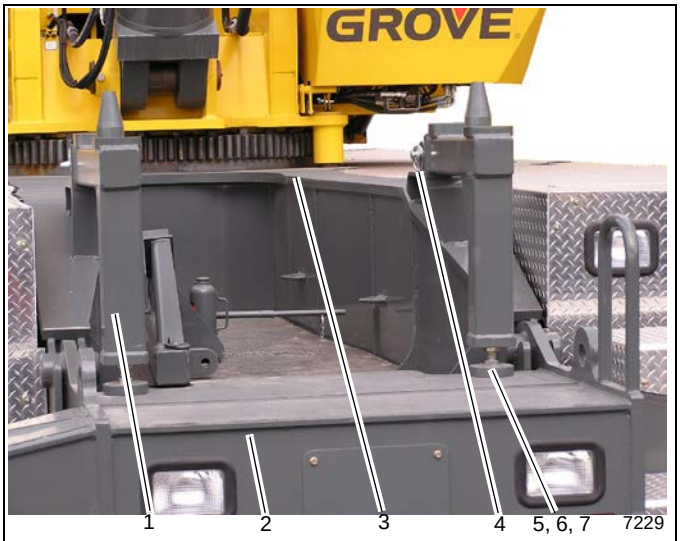
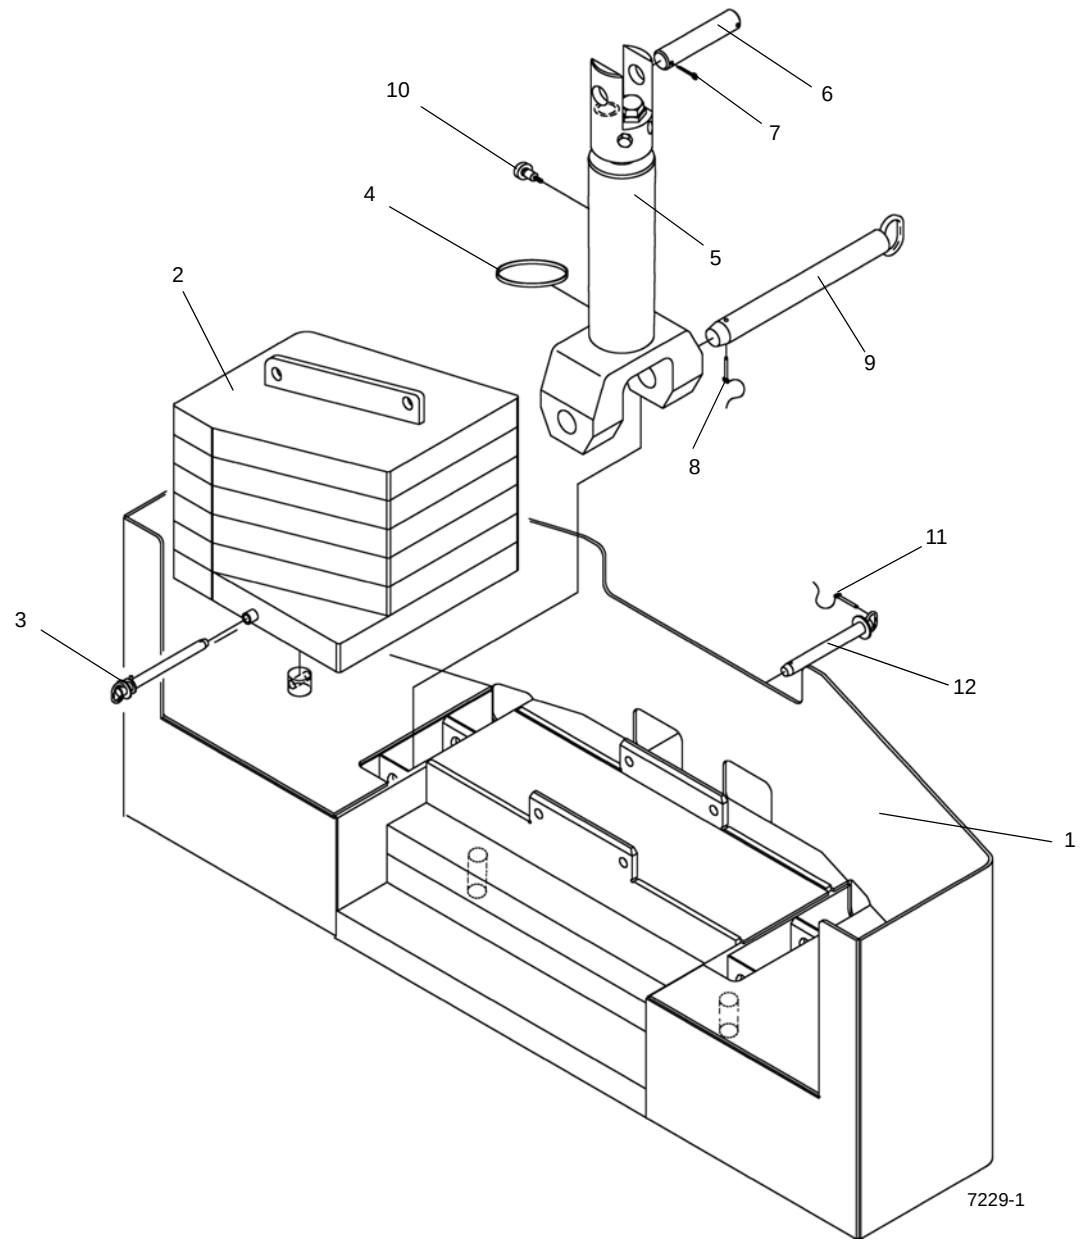

FIGURA 5-12
FIGURA 5-13
1. Utilizando um dispositivo de elevação adequado, instale os suportes do contrapeso (1) (Figura 5-12) na dianteira da estrutura do transportador (3) (Figura 5-12) e prenda com pinos de engate (4) (Figura 5-12).
2. Gire as placas de apoio (5) (Figura 5-12) sobre os suportes do contrapeso (1) (Figura 5-12) até se apoiarem sobre a parte superior da caixa do estabilizador dianteiro (2) (Figura 5-12).
O ajuste dos apoios do suporte do contrapeso (1) (Figura 5-12) é proibido quando o contrapeso (1) (Figura 5-13) estiver apoiado sobre eles.
3. Ajuste a placa de apoio (5) (Figura 5-12) e o parafuso de ajuste (6) (Figura 5-12) para dentro ou para fora do apoio do contrapeso até que as patolas do contrapeso na parte superior do apoio do contrapeso estejam niveladas. Não ultrapasse 2.25 pol. (5,72 cm).
4. Aperte a contraporca (7) (Figura 5-12) contra o apoio do contrapeso.
- Ao instalar o contrapeso (1) (Figura 5-13), verifique se os dois pinos de montagem hidráulica da estrutura do guincho auxiliar (7) (Figura 5-14) estejam totalmente estendidos e que os pinos retentores estejam no lugar antes que o contrapeso seja elevado.
- Antes de desprender a estrutura do guincho auxiliar (7) (Figura 5-14), todos os contrapesos devem estar totalmente abaixados e firmemente apoiados. Antes de abaixar, certifique-se de que a estrutura do guincho auxiliar (7) (Figura 5-14) esteja adequadamente apoiada pelos cilindros de remoção do contrapeso (5) (Figura 5-13) e que os dois pinos hidráulicos de montagem estejam completamente retraídos.
6. Não desconecte, neste momento, as linhas dos cilindros de remoção do contrapeso (5) (Figura 5-13).
NOTA: Pode ser necessário retrair os cilindros de remoção do contrapeso (5) (Figura 5-13) para aliviar o peso do contrapeso nos pinos da estrutura do guincho auxiliar (12) (Figura 5-13).
7. Remova os pinos de engate (11) (Figura 5-13) e os pinos do contrapeso à estrutura do guincho (12) (Figura 5-13). Eles são acessados através dos furos localizados atrás do contrapeso (1) (Figura 5-13).
8. Usando as alavancas de remoção do contrapeso (6) (Figura 5-14), estenda os cilindros de remoção do contrapeso (5) (Figura 5-13) e abaixe cuidadosamente o contrapeso (1) (Figura 5-13) nos apoios do contrapeso.
11. Retraia os cilindros de remoção do contrapeso (5) (Figura 5-13) e abaixe cuidadosamente a estrutura do guincho auxiliar (7) (Figura 5-14) no contrapeso.
13. Prenda o contrapeso (1) (Figura 5-13) na estrutura do guincho auxiliar (7) (Figura 5-14) com os pinos de montagem do contrapeso à estrutura do guincho (12) (Figura 5-13) e pinos de engate (11) (Figura 5-13).
Não tente separar a estrutura do guincho auxiliar (7) (Figura 5-14) do contrapeso (1) (Figura 5-13) enquanto estiver sobre o suporte do contrapeso (1) (Figura 5-12). A estrutura do guincho auxiliar (7) (Figura 5-14) pode atingir o contrapeso (1) (Figura 5-13) e derrubá-lo do suporte.
Na opção de contrapeso pesado removível (2) (Figura 5-13), não utilize olhais de elevação no contrapeso pesado para levantar todo o contrapeso pesado e a estrutura do guincho auxiliar. Os olhais de elevação do contrapeso pesado são projetados para levantar apenas o contrapeso pesado removível.
15. Prenda com lingas um dispositivo de elevação adequado à estrutura do guincho auxiliar (7) (Figura 5-14). Use o guindaste para transferir com cuidado a estrutura do guincho auxiliar (7) (Figura 5-14) e o contrapeso (1) (Figura 5-13) para o solo ou veículo adequado de transporte.
NOTA: A etapa 16 aplica-se ao contrapeso pesado removível (2) (Figura 5-13).
16. Diminua, se desejável o peso no contrapeso retirando os dois conjuntos soldados do contrapeso pesado (2) (Figura 5-13). Para retirar os conjuntos soldados, prenda um dispositivo de elevação adequado com lingas presas aos olhais de elevação. Libere os conjuntos soldados do contrapeso removendo os pinos. Usando o dispositivo de elevação, retire os conjuntos soldados.
Monte o contrapeso padrão removível (1) (Figura 5-13) e a estrutura do guincho auxiliar (7) (Figura 5-14) no solo ou sobre um veículo de transporte adequado. Não tente montar no suporte do contrapeso. A estrutura do guincho auxiliar pode atingir o contrapeso e derrubá-lo do suporte.
Monte o contrapeso pesado removível (2) (Figura 5-13) e a estrutura do guincho auxiliar (7) (Figura 5-14) no solo ou sobre um veículo de transporte adequado. Não tente montar no suporte do contrapeso (1) (Figura 5-12). A estrutura do guincho auxiliar (7) (Figura 5-14) pode atingir o contrapeso e derrubá-lo do suporte.
O conjunto do contrapeso pesado removível (2) (Figura 5-13) deve ser instalado com dois contrapesos pesados. Usar somente um contrapeso pesado pode fazer com que o guindaste fique instável.
NOTA: A etapa 3 aplica-se ao contrapeso pesado removível (2) (Figura 5-13).
3. Prenda um dispositivo de elevação adequado com lingas aos olhais de elevação de cada conjunto soldado do contrapeso pesado. Com o dispositivo de elevação, instale cuidadosamente os dois conjuntos soldados do contrapeso pesado (2) (Figura 5-13) no lugar na estrutura do guincho auxiliar do contrapeso (7) (Figura 5-14). Fixe os conjuntos soldados do contrapeso no lugar com os pinos.
4. Usando um dispositivo adequado de elevação com lingas presas à estrutura do guincho auxiliar (7) (Figura 5-14), posicione cuidadosamente a estrutura do guincho auxiliar (7) (Figura 5-14) no contrapeso (1) (Figura 5-13).
5. Prenda o contrapeso (1) (Figura 5-13) aos cilindros de remoção do contrapeso (5) (Figura 5-13) com os pinos de montagem do cilindro ao contrapeso (9) (Figura 5-13) e pinos de engate (8) (Figura 5-13). Prenda o contrapeso (1) (Figura 5-13) na estrutura do guincho auxiliar (7) (Figura 5-14) com os pinos de montagem do contrapeso à estrutura do guincho (12) (Figura 5-13) e pinos de engate (11) (Figura 5-13).
6. Instale os suportes do contrapeso (1) (Figura 5-12) na dianteira do transportador.
10. Remova os pinos de engate (8) (Figura 5-13) e os pinos de montagem do contrapeso à estrutura do guincho (9) (Figura 5-13) para liberar a estrutura do guincho auxiliar (7) (Figura 5-13) do contrapeso (1) (Figura 5-13).
11. Usando as alavancas do contrapeso (6) (Figura 5-14), estenda totalmente os cilindros de remoção do contrapeso (5) (Figura 5-13) e levante cuidadosamente a estrutura do guincho auxiliar (7) (Figura 5-14) para encaixarem nas placas da mesa giratória.
14. Retraia os cilindros de remoção do contrapeso (5) (Figura 5-13) e levante cuidadosamente o contrapeso (1) (Figura 5-13) até sua posição de instalação (operacional).
15. Prenda o contrapeso (1) (Figura 5-13) na estrutura do guincho auxiliar (7) (Figura 5-14) com os pinos de montagem do contrapeso à estrutura do guincho (12) (Figura 5-13).